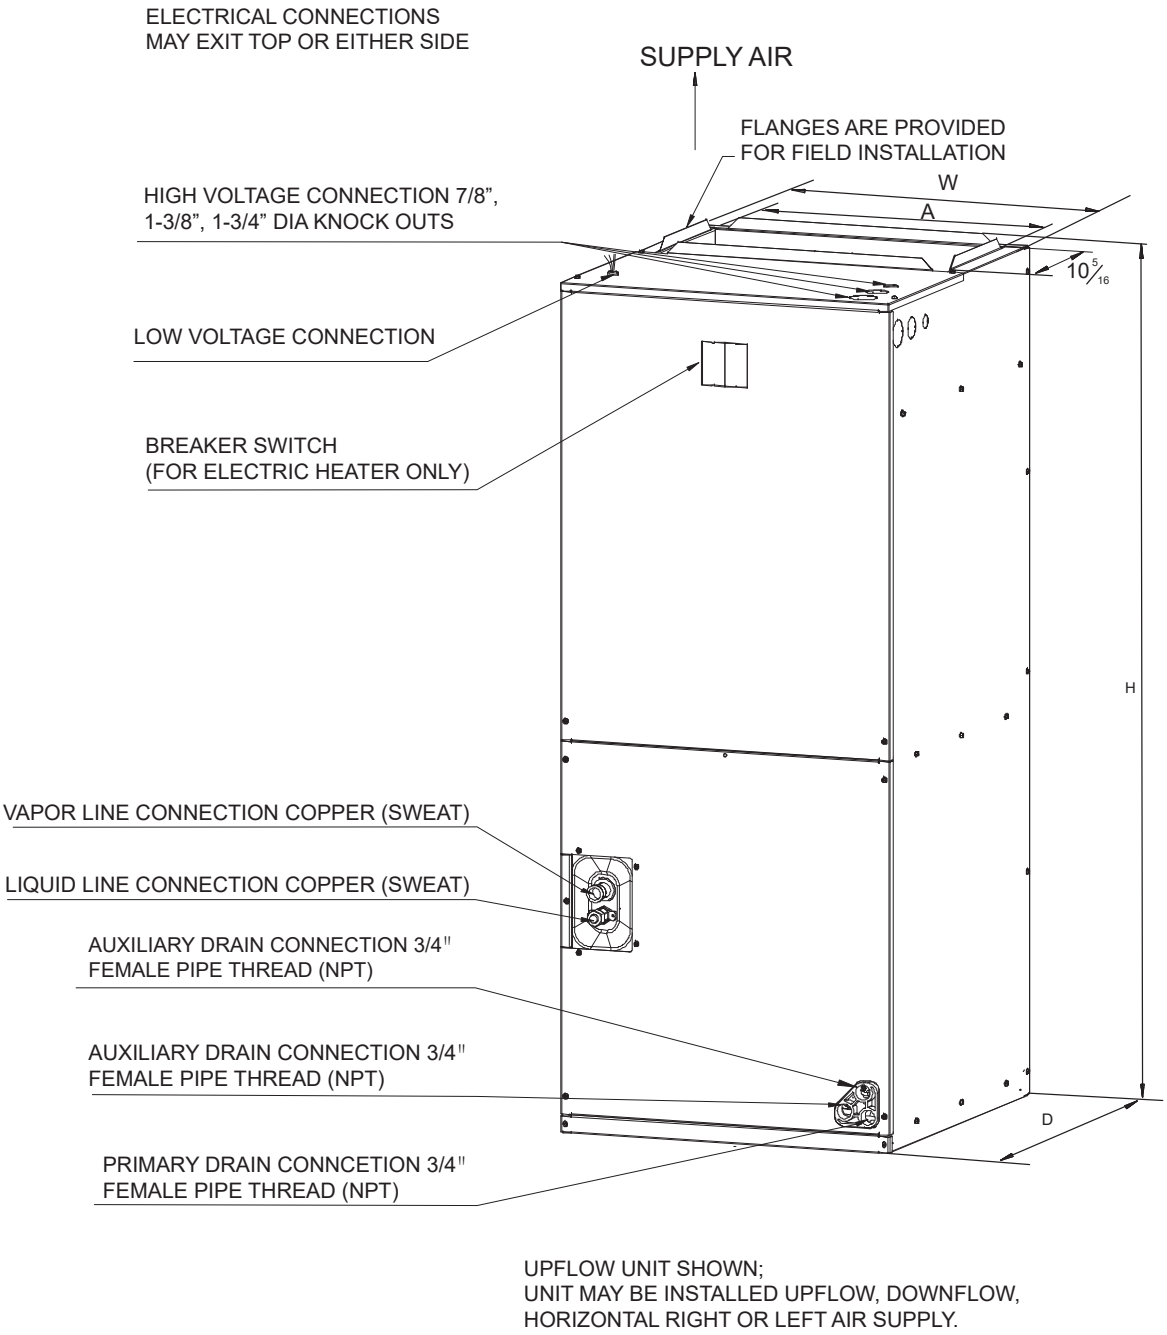

Fig.6 DIMENSIONS
Top and side power and control wiring, accessible screw terminals for control wiring all combine to make the installation easy, and minimize installation cost. See Fig.6.
- Vertical Upflow configuration is the factory set on all models.See Fig.6.
Torque applied to drain connections should not exceed 15ft.lbs.See Fig.6&7.